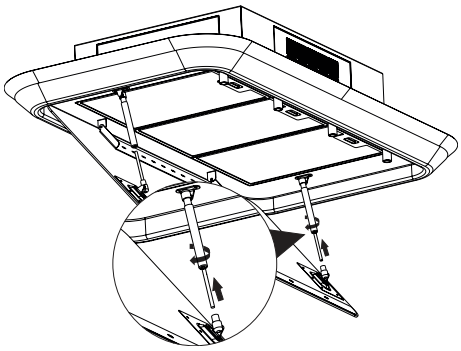

Abb. 17
7. Die Verbindung des Gasdruckdämpfers der seitlichen Absaugungsglas druchführen, indem Sie die Gasdruckdämpfer Pfeilrichtung drehen. (Abb. 17).